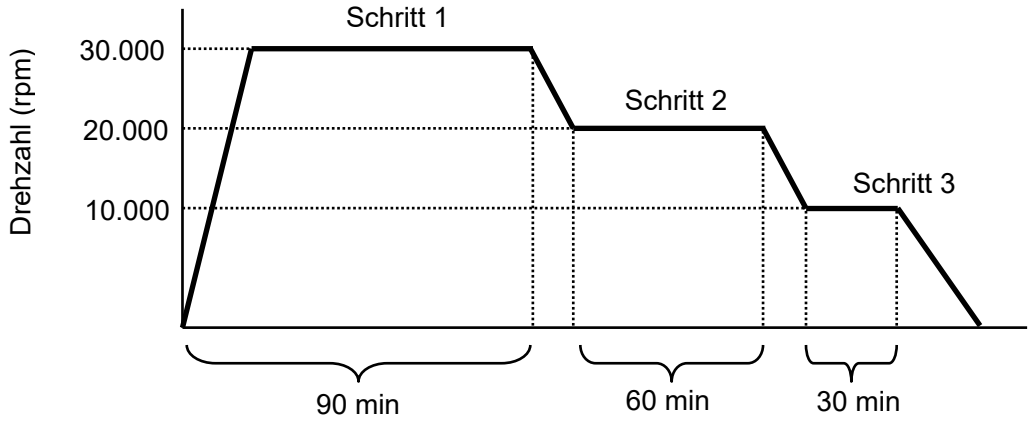

Abb. 2-3-1 (1) Beispiel für den Schrittbetrieb
In diesem Beispiel werden die Bedienvorgänge in Abb. 2-3-1 (1) automatisch durchgeführt.